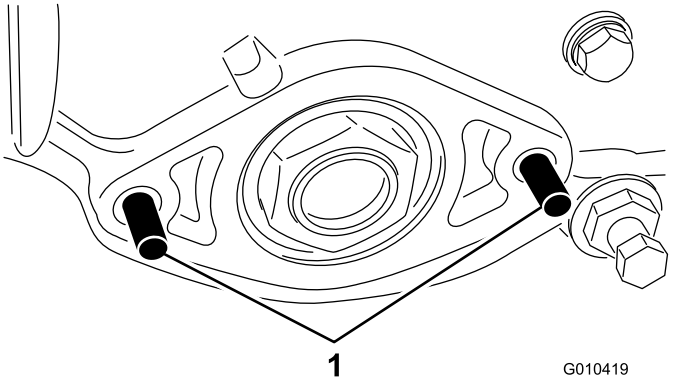

図 4
7. 図 4 に示すように、左側サイドプレートにボルトM8、2本を通す。